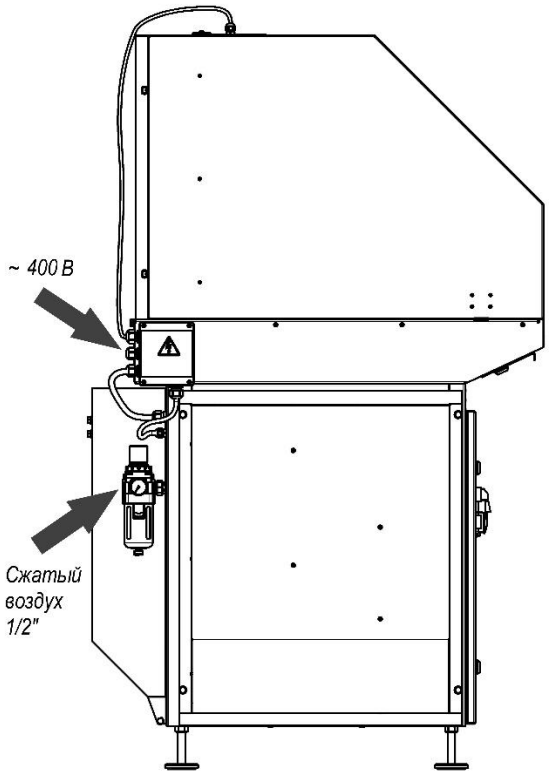

Рисунок 12
5.4.1 Для моделей без встроенного компрессора подвести к столу трубопровод со сжатым воздухом и подключить к отверстию 1/2" устройства ВМО (рисунок 12).
5.4.2 Подключить стол сварщика к электропитанию 400 В, 50 Гц. Для этого открыть коробку клеммную, расположенную на корпусе стола со стороны выходного патрубка (рисунок 12). Подключить питающий кабель в соответствии со схемой электрической соединения (приложение Б).